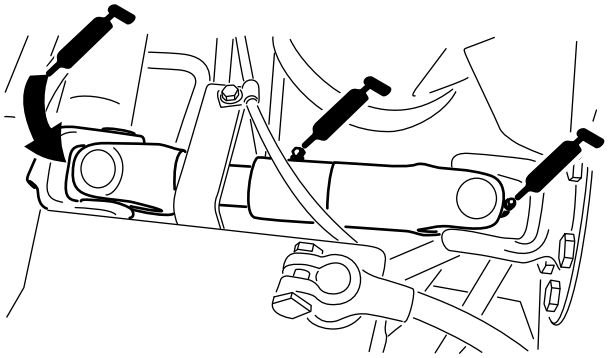

Figur 29
- Pumpedrivaksel med u-ledd (3) (Figur 29)